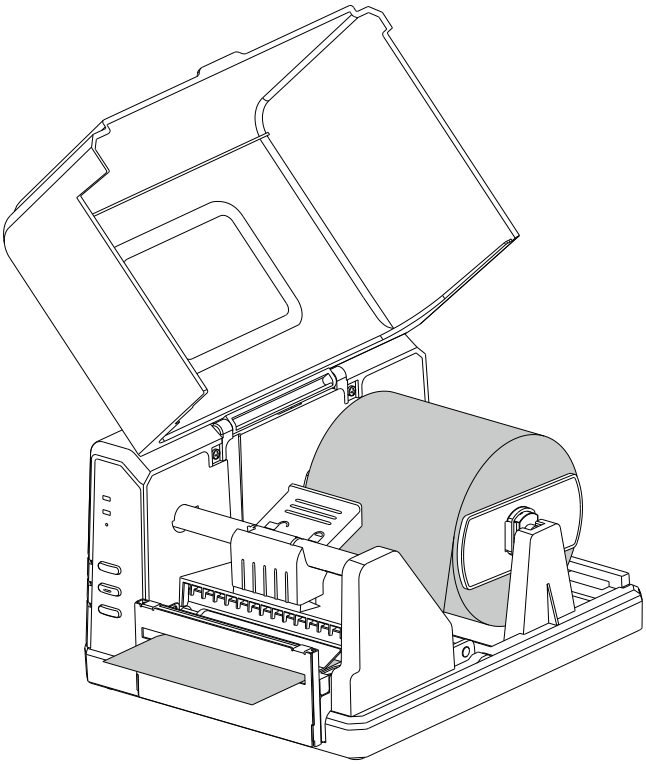

Figure 2-11 Media Loaded
3. Load the media referring to operations under Standard Mode. Thread the label through the gap between the upper and the lower cutter blades. As shown in Figure 2-11.